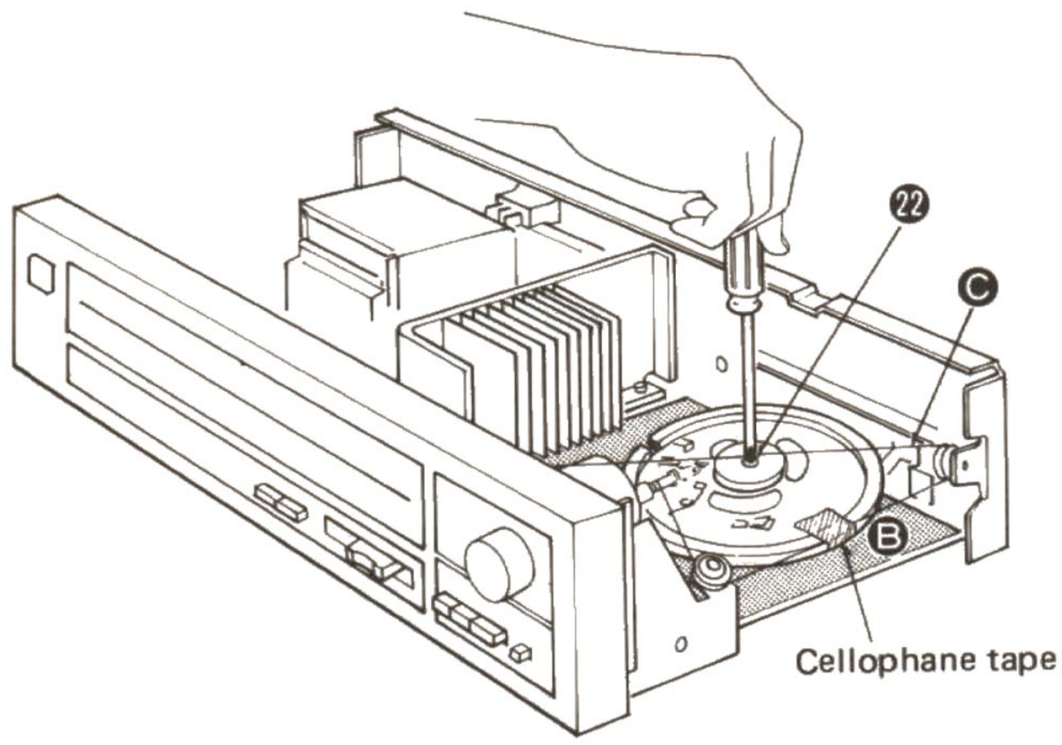

Fig. 5
2. Set the dial to the start position (minimum frequency), then stick a cellophane tape to the contact Ⓑ of dial cord (Fig. 5) so that the dial drum will not come loose from the dial cord.
3. Remove the 1 setscrew (Fig. 5 : ㉒) from the dial drum.
4. Remove the dial cord from the pulley. (Fig. 5 : Ⓒ)